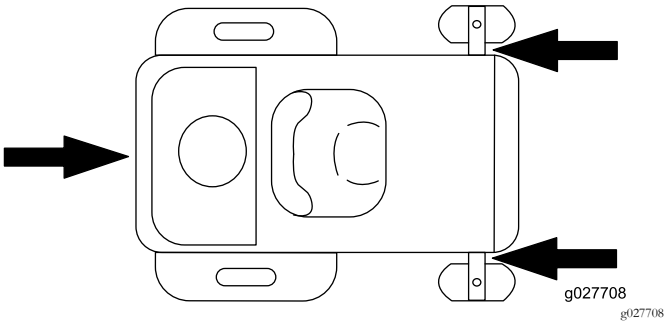

Figur 34
5. Bind fast maskinen nära de främre svänghjulen och den bakre stötdämparen (Figur 34).